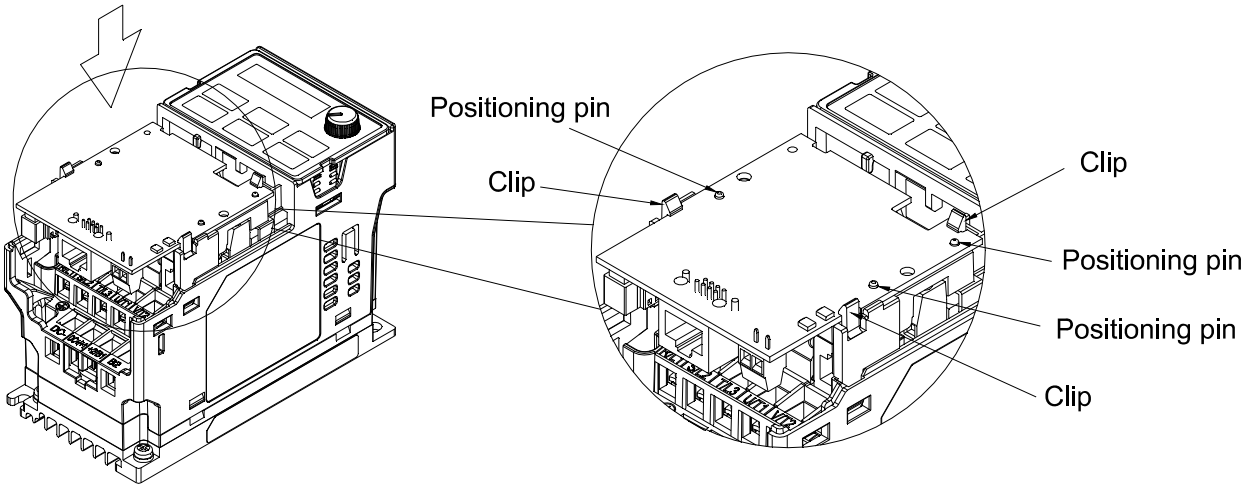

Fig. 8-4
6. After the wiring is completed, loosen the option card of the front mounting，and reverse-mounted, aim the three holes at the positioning pin, press the pin to clip the holes with the option card. (shown in Fig. 8-4)